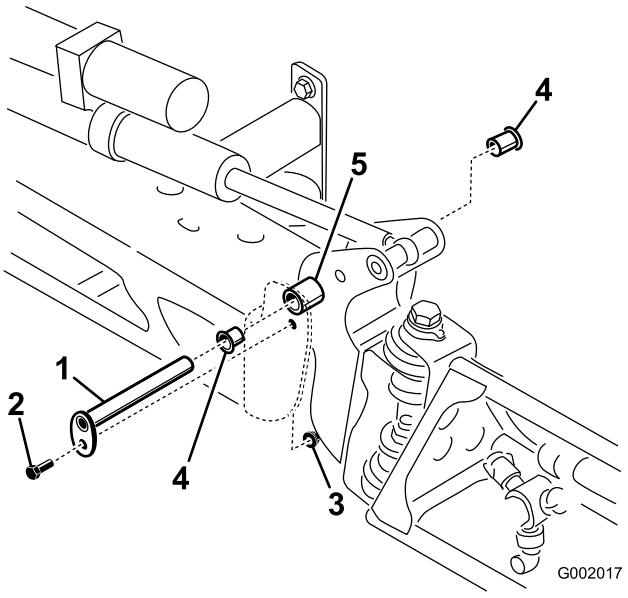

Figuur 60
3. Als het gewicht van de spuitboom is ondersteund, verwijdert u de bout en de moer waarmee de draaipen is bevestigd aan de spuitboom (Figuur 60). Verwijder de draaipen.
5. Verwijder de draaibussen van de voor- en achterkan van de draaibeugel en controleer deze (Figuur 60). Vervang beschadigde draaibussen.
7. Plaats de spuitboom en de draaibeugel in het middelste frame en zorg ervoor dat de openingen zich tegenover elkaar bevinden (Figuur 60).